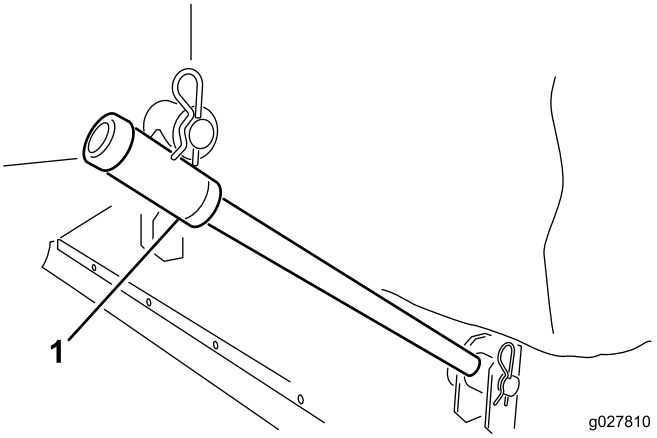

Figure 2
2. Slide the tow arms onto the frame pins. Secure each tow arm to the frame pin with a washer and hair pin cotter (Figure 2).